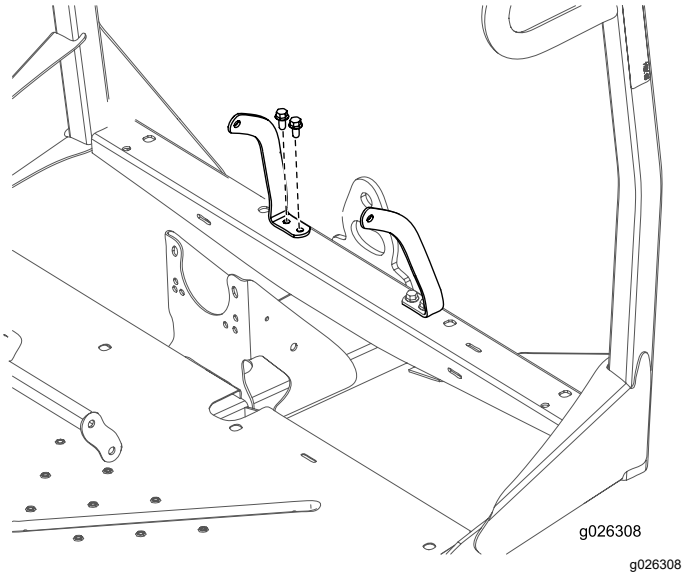

Figur 9
4. Fastgør venstre og højre sikkerhedsseleforankring til forstellet med fire bolte (3/8 tomme) og fire møtrikker (3/8 tomme) (Figur 9).